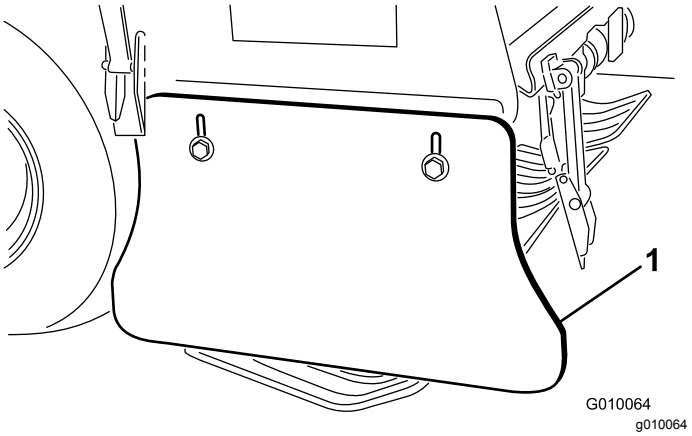

**Figur 63**
2. Lossa bultarna och muttrarna som håller fast sidoskydden på ramen (Figur 63).